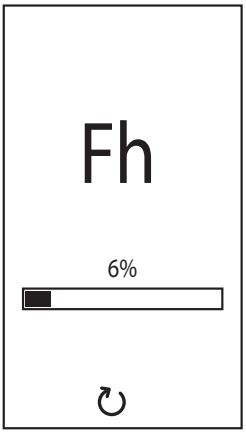

fig. 9- Purjare cu ventilatorul oprit
- În următoarele 280 de secunde continuă ciclul de evacuare a aerului cu ventilatorul oprit (fig. 9).